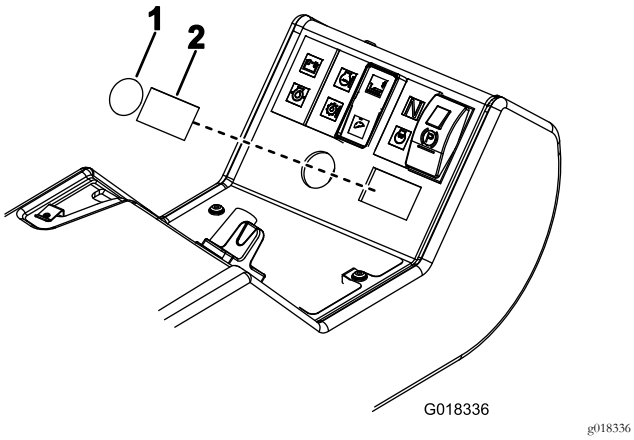

Figura 19
8. En el panel de control, retire el tapón redondo (claxon) y el tapón rectangular (interruptor de los intermitentes) según se muestra en Figura 19.